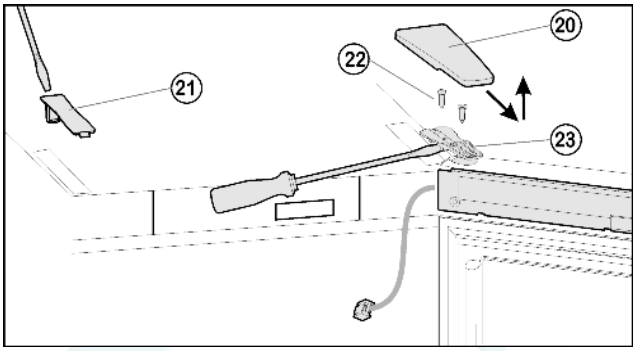
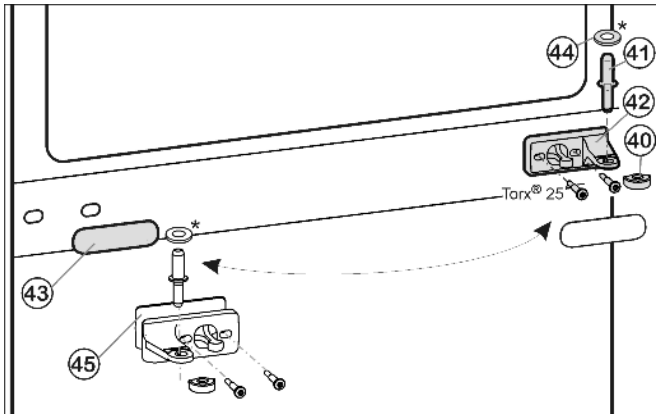
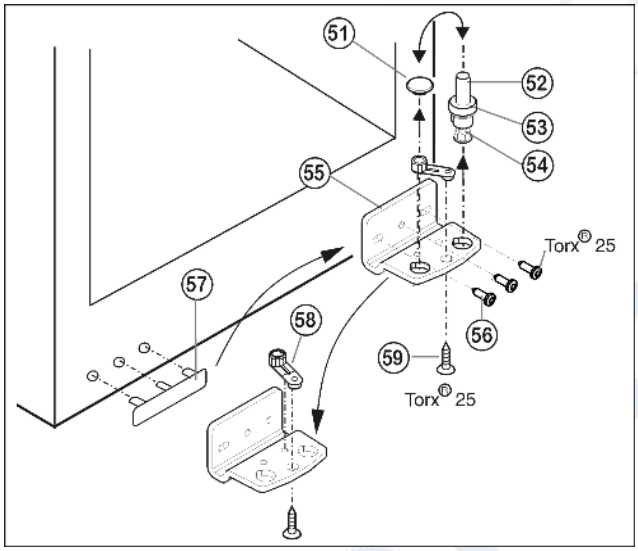

Fig. 6
Fig. 7
Fig. 8
- ▶ Крышку *Fig. 6 (20)* снимите движением вперед и вверх
- ▶ Снимите крышку *Fig. 6 (21)*.
- ▶ Полностью вывернитевинты *Fig. 6 (22)*.
- ▶ Снимите дверцу вместе с опорным кронштейном *Fig. 6 (23)* и кабелем вверх. Для снятия, возможно, понадобится осторожно подцепить опорный кронштейн снизу шлицевой отверткой.
- ▶ Вытащите из опорного кронштейна и нижней дверцы средний опорный палец *Fig. 7 (41)*.
- ▶ Снимите пластмассовый колпачок *Fig. 7 (40)*.
- ▶ Открутите средний опорный кронштейн *Fig. 7 (42)* (2 шт. Torx® 25).
- ▶ Осторожно снимите накладку *Fig. 7 (43)*.
- ▶ Прикрутите средний опорный кронштейн *Fig. 7 (42)* с подкладкой *Fig. 7 (45)* с поворотом на 180° на новую сторону шарнира **(с моментом 4 Нм)**.
- ▶ Защелкните накладку *Fig. 7 (43)*, повернув на 180 °, на стороне, где теперь будет ручка.
- ▶ Извлеките опорный винт *Fig. 8 (52)* в комплекте с шайбой *Fig. 8 (53)* и регулируемой опорой *Fig. 8 (54)*, вытягивая его вверх.
- ▶ Снимите пробку *Fig. 8 (51)*.
- ▶ Открутите *Fig. 8 (56)*опорный кронштейн *Fig. 8 (55)*.
- ▶ Открутите *Fig. 8 (59)*опорную деталь *Fig. 8 (58)* и, переставив в отверстие на противоположной стороне опорного кронштейна, снова прикрутите.
- ▶ Осторожно снимите и переставьте на противоположную сторону крышку со стороны ручки *Fig. 8 (57)*.
- ▶ Снова прикрутите опорный кронштейн *Fig. 8 (55)* на новой стороне шарнира **(с моментом 4 Нм)**. При необходимости используйте аккумуляторный шуруповерт.
- ▶ Переставьте пробку *Fig. 8 (51)* в свободное отверстие.
- ▶ Вновь установите опорный винт *Fig. 8 (52)* в комплекте с шайбой и регулируемой опорой. При этом фиксатор должен быть направлен назад.
- ▶ Установите дверь сверху на опорный палец *Fig. 8 (52)*.
- ▶ Снова наденьте пластмассовый колпачок *Fig. 7 (40)* на средний опорный кронштейн *Fig. 7 (42)*.
- ▶ Вставьте средний опорный палец *Fig. 7 (41)* через средний опорный кронштейн *Fig. 7 (42)* в нижнюю дверцу.
▶ Установите верхнюю дверцу на средний опорный палец *Fig. 7 (41)*, закройте дверцу и установите верхний опорный кронштейн *Fig. 6 (23)* так, чтобы он защелкнулся в верхней стороне устройства.
▶ Закрутите опорный кронштейн *Fig. 6 (23)* **(с усилием 4 Нм)**. При необходимости просверлите отверстия или используйте аккумуляторную отвертку.
▶ Защёлкните крышку *Fig. 6 (20)* и крышку *Fig. 6 (21)*.
▶ При необходимости выровняйте дверцы через два продольных паза в нижнем опорном кронштейне *Fig. 8 (55)* и среднем опорном кронштейне *Fig. 7 (42)* параллельно корпусу устройства. Для этого выкрутите средний винт на нижнем опорном кронштейне *Fig. 8 (55)*.